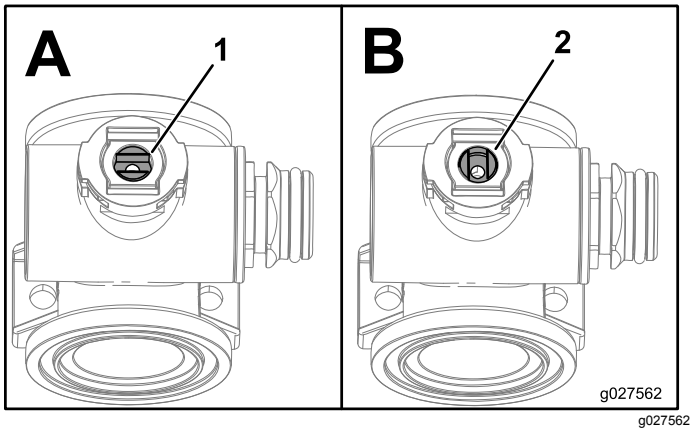

Figur 107
1. Sett ventilstammen i stengt posisjon (B i Figur 107)
3. Snu på ventilstammen, slik at kulen er i åpen posisjon (A i Figur 107).
7. Snu ventilstammeenheten slik at ventilen er stengt (B i Figur 107)